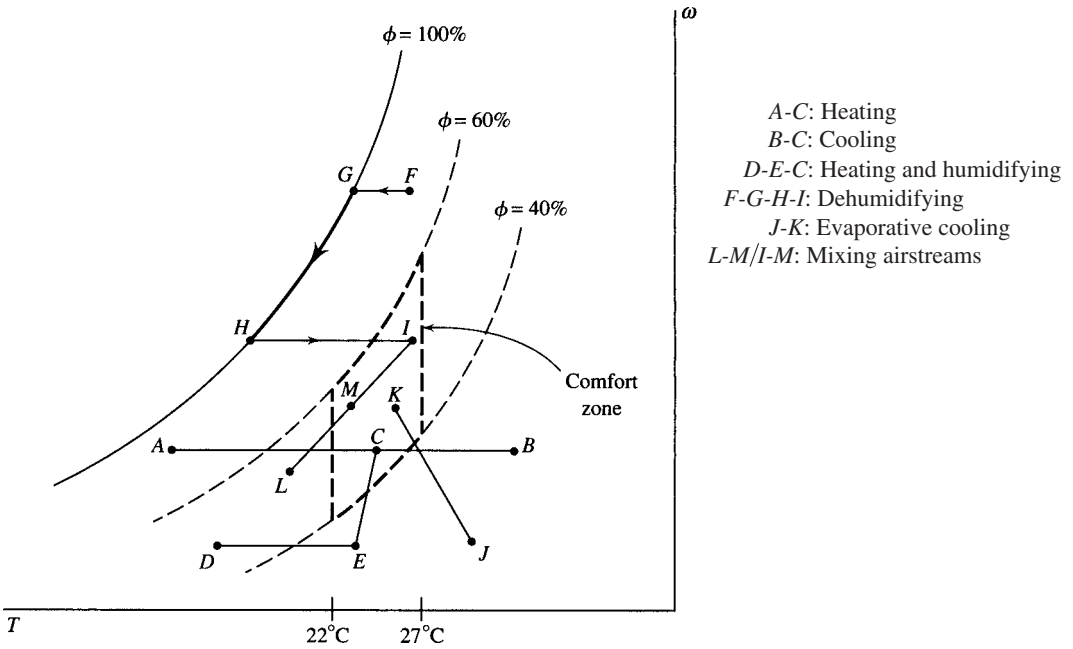

**Figure 8.4** The conditioning of air.
Generally, people feel most comfortable when the air is in the "comfort zone": the temperature is between 22°C (72°F) and 27°C (80°F) and the relative humidity is between 40 and 60%. In Fig. 8.4, the area enclosed by the dotted lines represents the comfort zone. There are several situations in which air must be conditioned to put it in the comfort zone:
- The air is too cold or too hot. Heat is simply added or extracted. This is represented by *A*-C and *B-C* in Fig. 8.4.
The heat transfer is negligible in an evaporative cooler, so that $h_2 = h_1$. A constant enthalpy line is shown in Fig. 8.4 and is represented by *J-K*. At 27°C on the psychrometric chart we find that
Using the psychrometric chart at state 1 ($T_1 = 5°\text{C}$, $\phi_1 = 70\%$), we find $h_1 = 14$ kJ/kg air. Since $\omega$ remains constant (no moisture is added or removed), we follow curve *A-C* in Fig. 8.4; at state 2 we find that $h_2 = 35$ kJ/kg air. Hence,
The process we must follow is first simple heating and then humidification, shown as *D-E-C* in Fig. 8.4. The partial pressure of dry air is
The overall process is sketched as *F-G-H-I* in Fig. 8.4. Heat is removed during the *F-H* process, moisture is removed during the *G-H* process, and heat is added during the *H-I* process. Using the psychrometric chart, we find the moisture removed to be
An energy and mass balance of the mixing of air stream 1 with air stream 2 to produce air stream 3 would reveal the following facts relative to the psychrometric chart (see line *L-M-I* in Fig. 8.4):